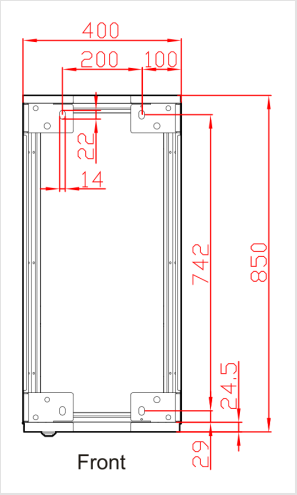
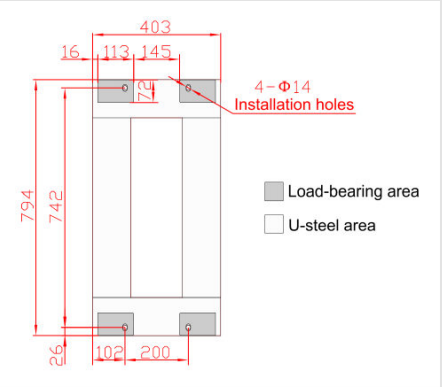

FIGURE 3-14 Combiner fixing holes, mm
FIGURE 3-15 Combiner on U-channel steel, mm
2. Drill 4 holes of 0.55 in (14 mm) at its fixing holes (Figure 3-14); on a U-channel base, as in Figure 3-15.